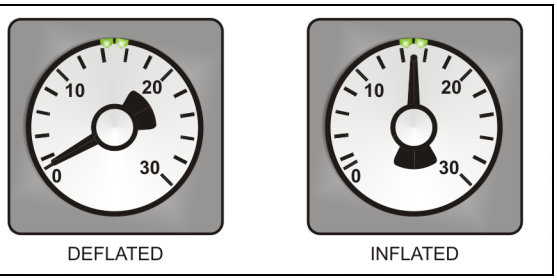

FIGURE 14: INFLATABLE SEAL PRESSURE GAGE
4. Finally, the inflatable seal can be re-inflated by turning the shut-off valve handle counterclockwise. Check the pressure gage on the inflatable seal regulator to see if the pressure increases to 15 psi ± 5 psi (Figure 14). Needle should be pointing between the two small green marks on the dial.
7. Finally, the inflatable seal can be re-inflated by turning the shut-off valve handle counterclockwise. Check the pressure gage on the inflatable seal regulator to see if the pressure is increasing to 15 psi ± 5 psi (Figure 14).